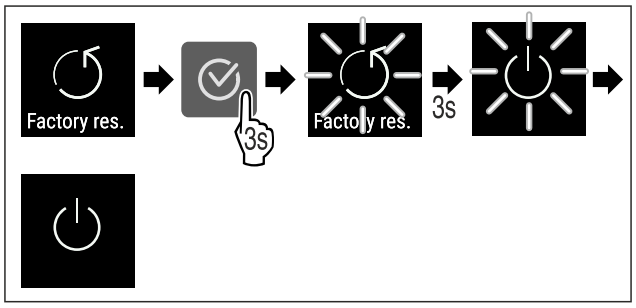

Fig. 102
▶ Ejecutar los pasos (consulte Fig. 102) .